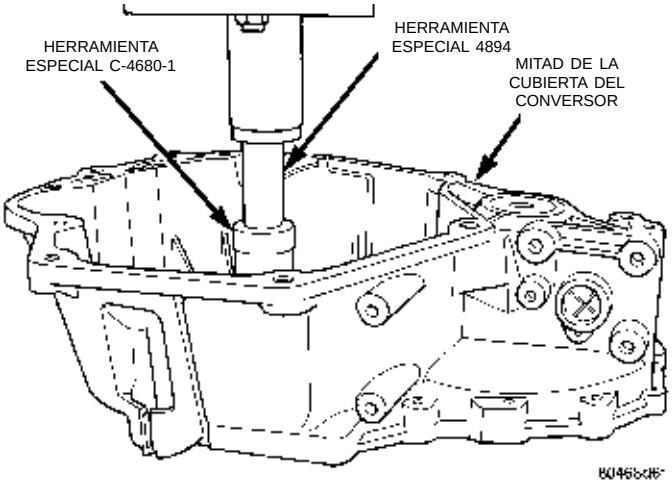

Fig. 129 Herramienta para el cojinete impulsor
(1) Aplique una capa de sellante Loctite® en el diámetro externo del cojinete. Emplace el conjunto de manguito y cojinete en el hueco del cojinete impulsor.
(2) Instale la herramienta Nº C-4680-1 sobre el cojinete impulsor (Fig. 129).